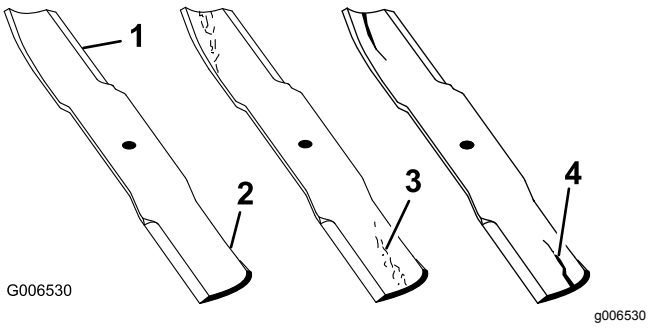

Figur 72
1. Kontrollera eggarna (Figur 72).
4. Montera omedelbart en ny kniv om du upptäcker sprickor, slitage eller spårbildning i detta område (Figur 72).